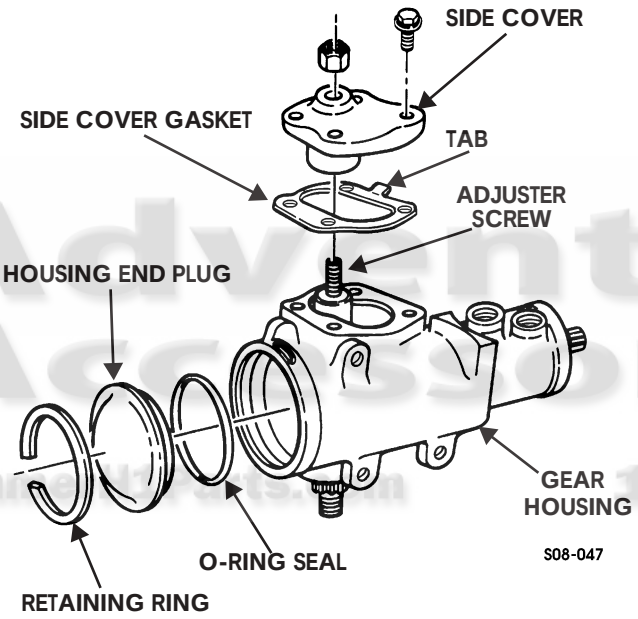

Figure 8-57: Gear Housing End Plug
33. Install O-ring seal and gear housing end plug in housing (Figure 8-57).